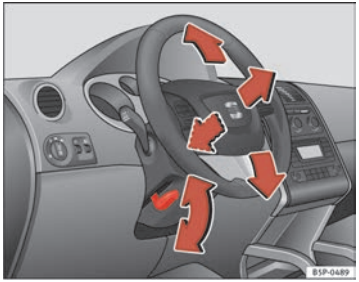

Fig. 134 Adjusting the steering wheel position
– Push the lever under the steering column ⇒ fig. 134 down ⇒ ⚠.